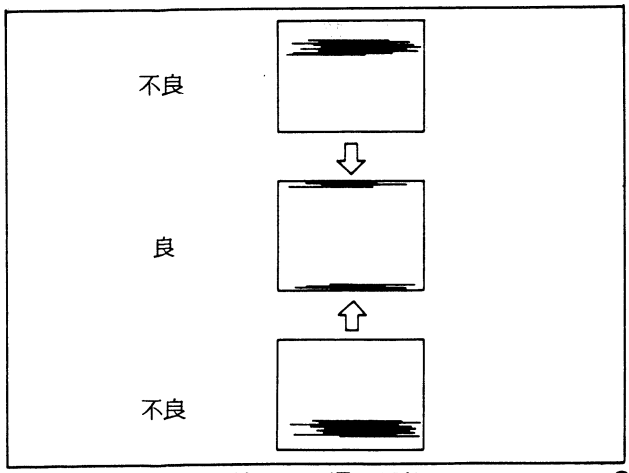

図5-20. CTL遅延調整
(1) トラッキングつまみをセンタークリック点にセットする。
(2) モニターTVのノイズバーがスクリーン上部または下部にかくれる（または最少になる）ようにRV901を調整する。（図5-20参照）